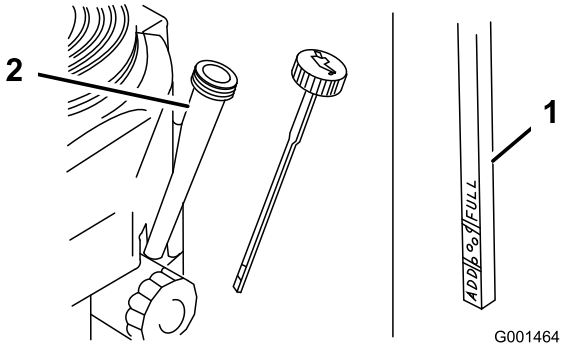

Figura 22
4. Limpe em torno da varela do óleo (Figura 22) para que a sujidade não vá parar ao orifício de enchimento e danifique o motor.
5. Desenrosque a vareta do óleo e limpe a extremidade (Figura 22).
6. Insira a vareta do óleo totalmente no tubo de enchimento, mas não a enrosque no tubo (Figura 22).
8. Lentamente, deite cerca de 80% do óleo especificado no tubo de enchimento (Figura 22).